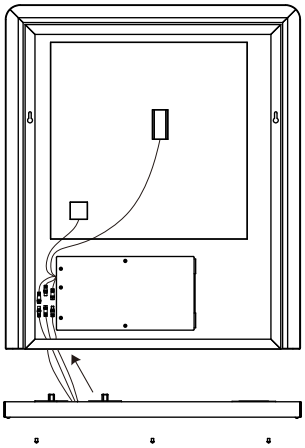

Fig 1.. Wires
1. Put the wires through the holes at the bottom of the mirror. See Fig 1